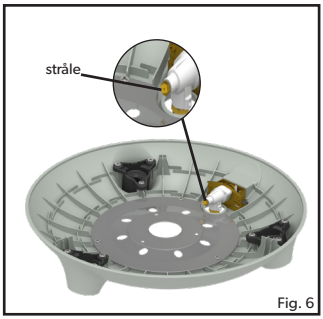

Fig. 6
- **For å skifte ut dysen**: Fjern alle løse overflater samt verktøybrettet og bena fra apparatet. Snu brennerbasen og fjern de 3 skruene fra bunndekselplaten (fig.4) for å skille brennerbasen fra brennerenheten (fig. 5). Koble fra Piezo-ledningen, pass på at du ikke skader den og fjern brennerenheten fra kroppen til brennerbasen for å avsløre strålen (fig. 6). Strålen kan nå fjernes med en passende skiftenøkkel. Ikke bruk tang da dette kan skade strålen, slik at den blir ubrukelig eller umulig å fjerne. Skru den nye strålen inn i ventilen. Ikke stram for mye da dette kan skade enheten.